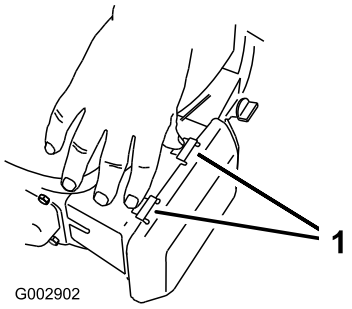

Figuur 21
1. Druk de lippen van de vergrendeling bovenop de luchtfilterdeksel omlaag (Figuur 21).